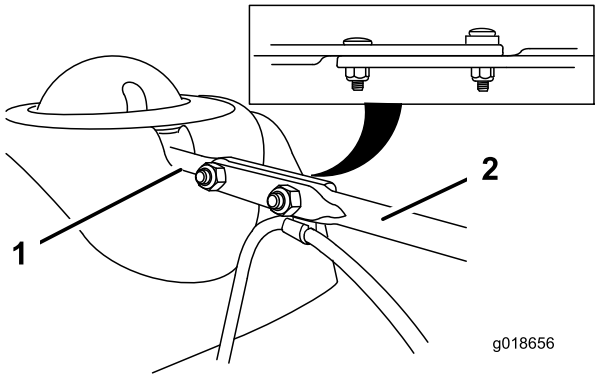

Figur 15
3. Rikta in den långa utkastarreglagestångens flata baksida efter den korta stångens flata framsida som sticker ut från kontrollpanelen, så att de ligger intill varandra (Figur 15).